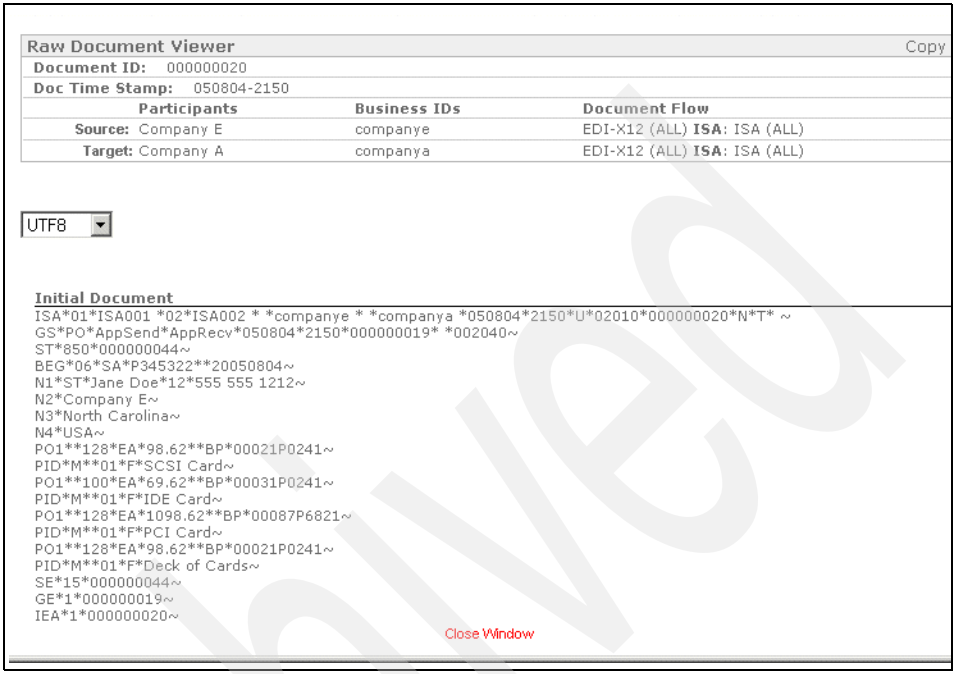

Figure 19-43 Raw document view of the enveloped document
9. Using the Raw Document Viewer for the enveloped document, we see all the fields that are entered in the envelope profile (Figure 19-43).